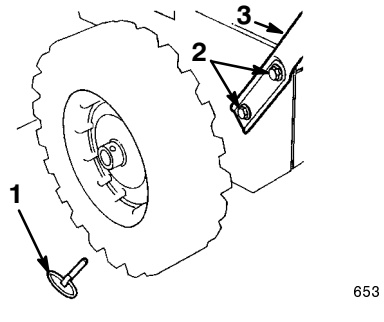

Figur 2
2. Ta bort låssprintarna på båda hjulen (figur 2) och dra ut hjulen ca 2,5 centimeter på axeln.
4. Sätt vänster handtag mot vänstersidan på snöslungan, passa in hålen i handtaget med hålen i sidoplåten och skruva fast handtaget med två bultar och böjda brickor med fingrarna (figur 2).